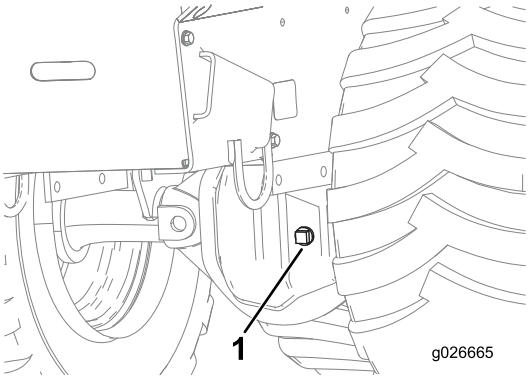

Figure 30
2. Retirez le bouchon de remplissage sur l'un des différentiels de pont (Figure 30).